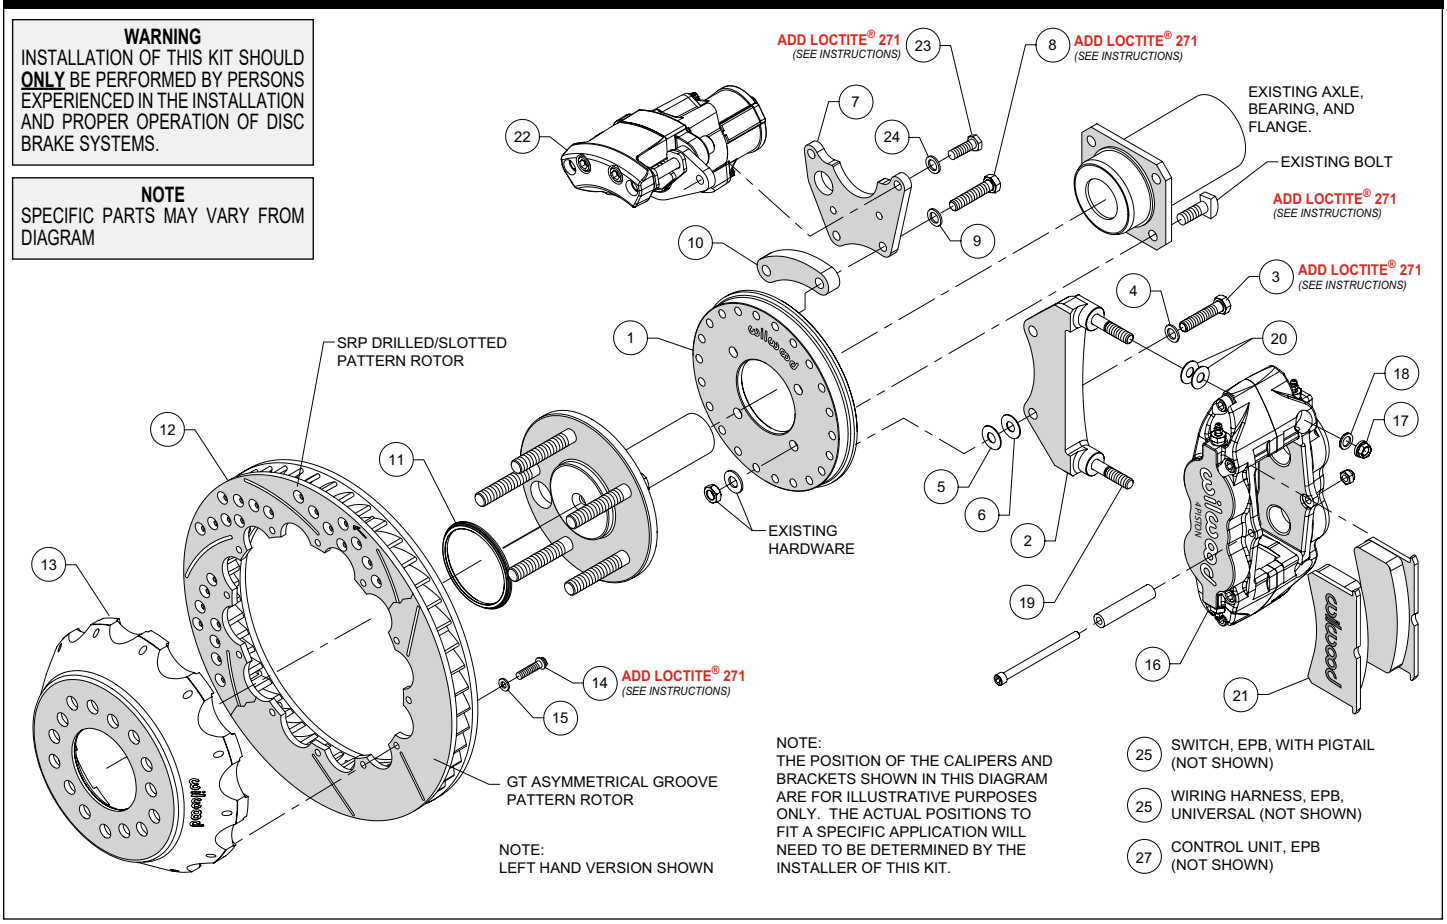
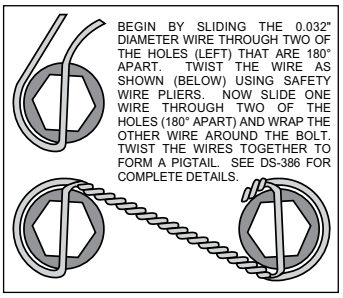

**Figure 1. Typical Installation Configuration**
**Figure 4. Safety Wire Diagram**
(numbers in parenthesis refer to the parts list, and Figure 1 on the preceding pages):
•Orient the backing plate (1) as shown in Figure 1 and Photo 1, and mount it to the axle housing flange using the Original Equipment Manufacturer (OEM) bolts, washers and nuts, Figure 1. Ensure the backing plate fits flush against the axle housing flange. Apply red *Loctite*® 271 to the OEM bolt threads and torque to OEM specifications.
- Start by determining the best location for the service caliper (16). This caliper is usually mounted in the 3:00 or 9:00 o'clock position, but may be rotated up or down approximately 45 degrees and still allow for proper bleeding, Photo 2. Orient the service caliper bracket (2) as shown in Figure 1 and Photo 3, and install to the backing plate (1) in the desired location using bolts (3) and washers (4). Temporarily tighten bolts. Next, mount the service caliper onto the bracket. Mount the service caliper using lock nuts (17) and washers (18), Figure 1. Temporarily tighten the lock nuts. Check that the caliper (including inlet fitting and hose) has sufficient clearance to all surrounding components through the full suspension travel. Relocate the caliper/bracket on the backing plate as needed to ensure proper clearance is achieved.
- Determine the best location for the EPB caliper (22). ***NOTE:*** *The EPB caliper motor extends farther inboard than the service caliper and therefore needs additional consideration when determining a mounting location with sufficient clearance.* In the example application shown in Photo 4, the EPB caliper has sufficient inboard clearance to the leaf spring. However, if the EPB caliper were mounted closer to the 12:00 o'clock position, the inner body of the vehicle would hit the caliper during full compression of the suspension.
- Orient the EPB caliper bracket (7) as shown in Figure 1 and Photo 5, and install to the backing plate (1) in the desired location using bolts (8), washers (9), and spacer (10). Temporarily tighten bolts. ***NOTE:*** *The EPB bracket is reversible. In one direction the bracket will position the EPB caliper closer to the service caliper, and vice versa if reversing the bracket.* Next, mount the EPB caliper (22) to the bracket using bolts (23) and washers (24). Temporarily tighten bolts. ***NOTE:*** *EPB calipers are Left and Right handed, however they can be used on either side of the vehicle to best suit your specific application.* Check that the EPB caliper (including wiring harness connector) has sufficient clearance to all surrounding components through the full suspension travel. Relocate the EPB caliper/bracket on the backing plate as needed to ensure proper clearance is achieved.
•Once the caliper positions have been determined, remove both the service (16) and EPB (22) calipers, leaving both brackets in place on the backing plate. For the EPB bracket, remove the bolts one at a time, apply red *Loctite*® 271 to the threads, and torque to 35 ft-lb. The service caliper bracket will be final installed after shimming is determined.
•Orient the rotor (12) and the hat (13) as shown in Figure 1 and Photo 6. Attach rotor to hat using bolts (14) and washers (15). Apply red *Loctite*® 271 to the bolt threads and torque to 155 **in-lb** using a criss-cross pattern. For an added measure of security, the bolts may be safety wired using standard 0.032 inch diameter stainless steel safety wire as shown in Figure 4. Please refer to Wilwood's data sheet DS-386 (available at www.wilwood.com/Pdf/DataSheets/ds386.pdf) for complete safety wire installation instructions.
•Slide the rotor registration adapter (11) onto the register on the axle flange with the smaller O.D. facing toward the rotor/hat (12 and 13), Photo 7.
•Initially place two .035" thick shims (20) on each stud of the service caliper bracket (2), as shown in Figure 1 and Photo 8. Mount the caliper onto the bracket using lock nuts (17) and washers (18), Figure 1. Temporarily tighten the lock nuts and view the rotor through the top opening of the caliper. The rotor should be centered in the caliper, Photo 9. If not, adjust by adding or subtracting shims (5 and/or 6) between the service caliper bracket (2) and the backing plate (1). Always use the same amount of shims on each of the two mounting bolts. Once the caliper alignment is correct, remove the bracket mounting bolts (3) one at a time, apply red *Loctite*® 271 to the threads, and torque bolts to 35 ft-lb.
•Remove the caliper center bridge pad retainer bolt, nut, and tube from the caliper. Insert the brake pads (21) into the caliper, with the friction material facing the rotor, as shown in Photo 10. Check that the top of the brake pad is flush with the outside diameter of the rotor, Photo 11. If not, adjust by adding or subtracting shims (20) between the caliper (16) and the service caliper bracket (2). After the caliper pad height is set, torque the caliper lock nuts (17) to 30 ft-lb. Secure the brake pads in place with the center bridge pad retainer tube, bolt, and locknut, Photo 12. The locknut should be snug without play in the bolt or tube. Be cautious not to over tighten.